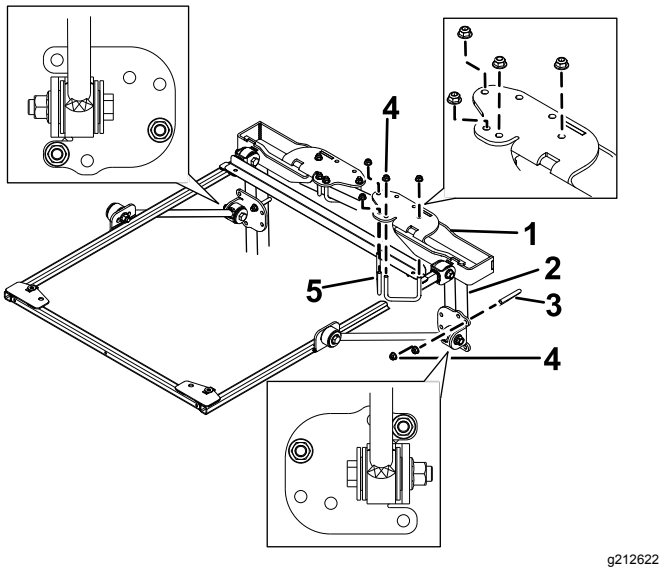

Figura 36
(Figura 36). Assicuratevi che il roll bar sia centrato sulle staffe di montaggio del ROPS.
5. Utilizzando i fori di montaggio illustrati nella Figura 36, montate ciascuna delle staffe di montaggio del ROPS sulla parte superiore del roll bar con 2 bulloni a U (2¾") e 4 dadi flangiati.
6. Utilizzando i fori di montaggio illustrati nella Figura 36, fissate, senza serrarle, ciascuna delle staffe di ancoraggio ai montanti del roll bar con un bullone a U (4") e 2 dadi flangiati.